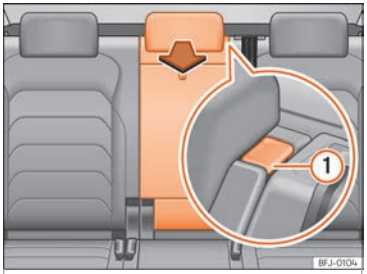

Fig. 165 En el respaldo del asiento trasero: apertura de la trampilla para cargas largas.
- Presione la tecla de desbloqueo ››› fig. 165 ① y abata la trampilla hacia delante ››› ⚠.